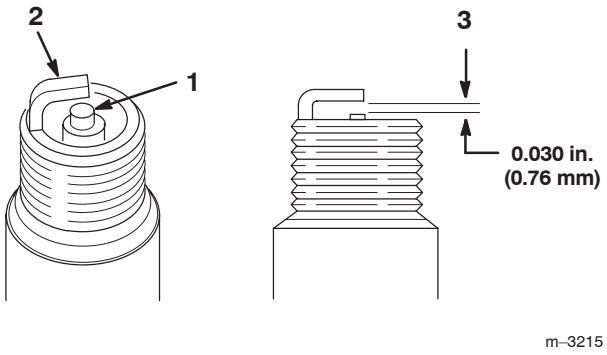

Figure 23
1. Look at the center of the spark plugs (Fig. 23). If you see light brown or gray on the insulator, the engine is operating properly. A black coating on the insulator usually means the air cleaner is dirty.
2. Check the gap between the center and side electrodes (Fig. 23).
3. Bend the side electrode (Fig. 23) if the gap is not correct.